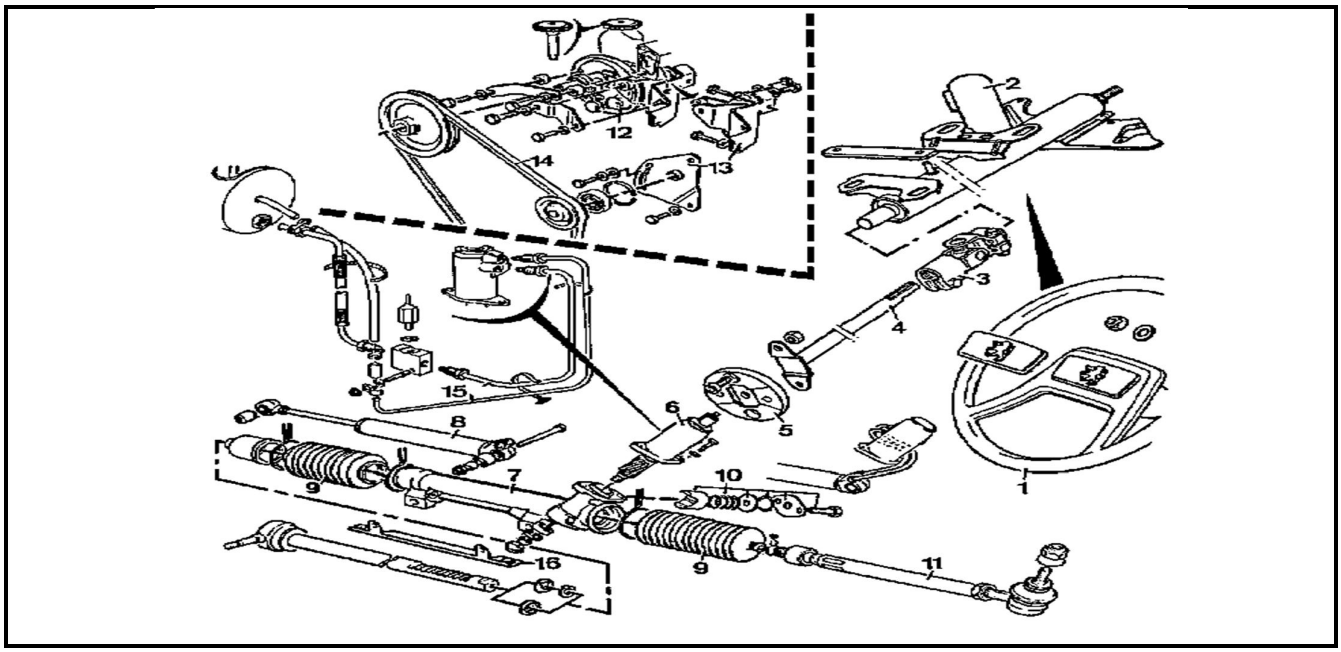

Figure 6 : Vue éclatée du mécanisme de direction
III.2.1 Lors du test de ce véhicule, vous constatez que le volant de direction est dur à manœuvrer. La **figure 6** ci-dessous représente les éléments démontés du mécanisme de direction de ce véhicule. Donner deux (02) causes possibles de cette anomalie. **(0.5ptx2=1pt)**
III.2.1 Nommer le type de direction de la **figure 6** ci-dessus. **(1pt)**
III.2.2 Apres la dépose du système de direction de ce véhicule, vous constatez que certains éléments repérés : 4 ; 6 ; 7 ; 8 ; 9 ; 11 ; 12 et 14 de la **figure 6** ci-dessus sont défectueux. Pour chacun des éléments repérés dans le **tableau 5** ci -dessous, rechercher une panne possible et une solution envisageable. **(6pts)**